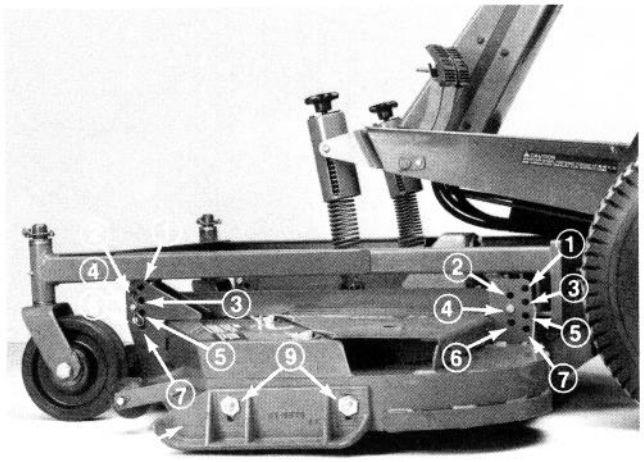

Figure 27
5. Install clevis pins through desired holes in frame and desired height-of-cut brackets. Secure clevis pins with hairpin cotters (Fig. 27).